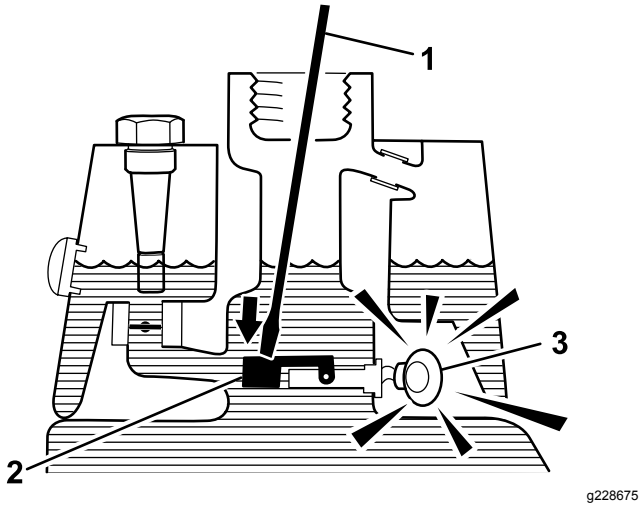

Figur 60
3. Sett en ren stang eller skrutrekker inn i tankåpningen, og trykk oljenivåflytebryteren forsiktig ned (Figur 60): Alarmen skal gå etter tidsforsinkelsen på ett sekund.